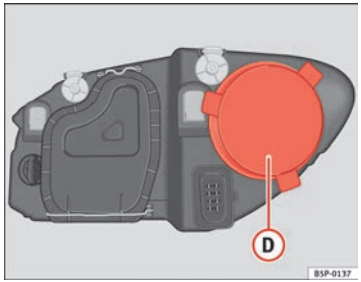

Fig. 191 Side light
– Remove the cover ⇒ Fig. 191 (D) by pulling on this.